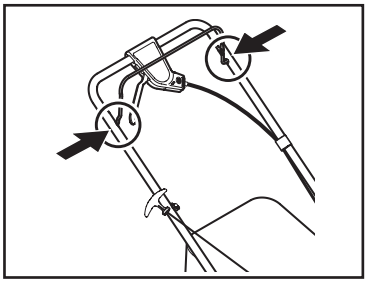

Fig. 17
**1.** Lubrifique os eixos da alavanca de frenagem, pelo menos, uma vez por estação com óleo leve. Essa alavanca deve operar livremente em ambas as direções [Fig. 17].